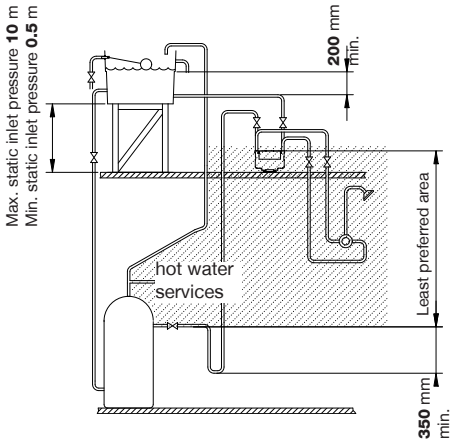

Fig. 3
The use of a Stuart Side Entry (SE) cylinder flange, which should have the addition of an inverted loop ("U" bend) of 350 mm minimum drop before rising to the pump, located as close as possible to the cylinder wall. This will ensure the pump receives an air free supply and the cylinder vents any air up the vent pipe and not the pump feed (Fig. 3).